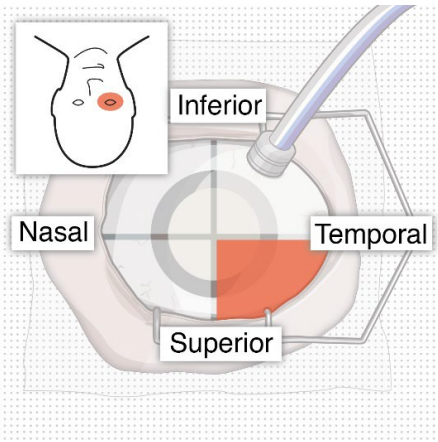
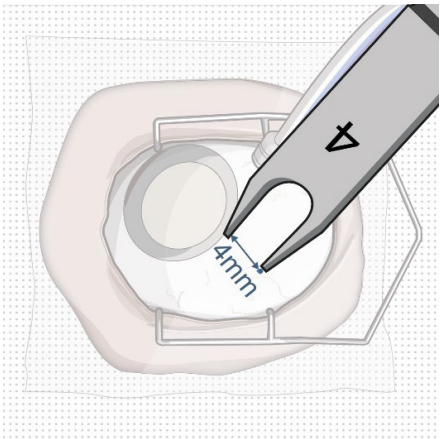

Figure 10
Figure 11
- Identify the site in the superotemporal quadrant 4 mm posterior to the limbus where the implant will be inserted (Figure 10 and Figure 11).